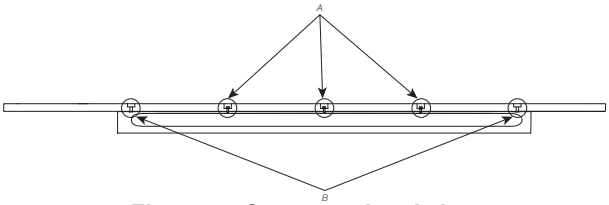

Figure 4 - Cross sectional view
1. Clearance is required for the handle fasteners on the backside of the panel. Flip the panel over to reveal the backside of the panel. Using a 3/4" forstner bit, drill a 9/32" (7 mm) deep counterbore at the left and right hole locations as shown in Figure 4 - Detail X.
2. Drill a 5/16" (8.2 mm) hole at the left and right locations as shown in Figure 4 - Detail X.
3. Using a 3/4" forstner bit, drill a 7/16" (11.2 mm) deep counterbore at the middle three locations as shown in Figure 4 - Detail Y.
4. Drill a 1/4" (6.2 mm) hole at the middle three locations as shown in Figure 4 - Detail Y.